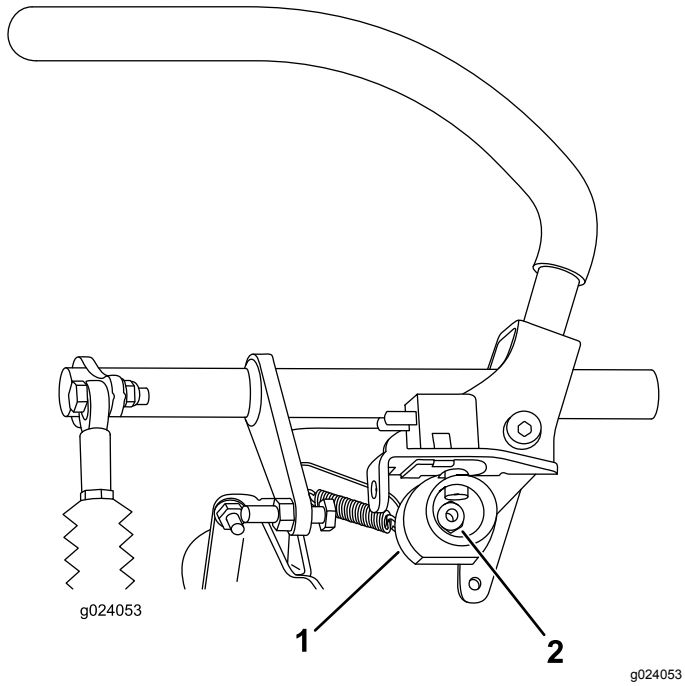

**Figur 69**
6. Løsn møtrikken, der fastholder knasten (Figur 69).